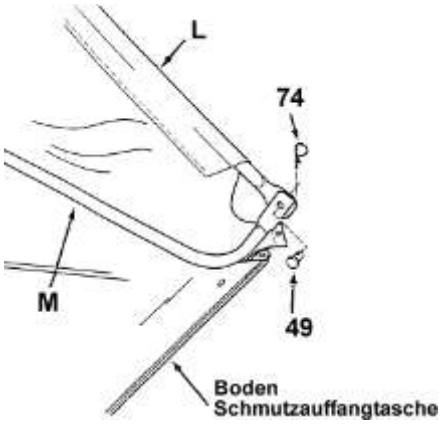

Abbildung 12
- Verbinden Sie beidseitig die unteren Rahmenrohre (K & M) mit den seitlichen Rahmenrohren (L). Hierfür stecken Sie die Bolzen mit Kopf (49) von innen nach außen durch die Bohrungen.
- Stecken Sie den Splint (74) von außen durch den Bolzen (49) (siehe Abbildung 12).